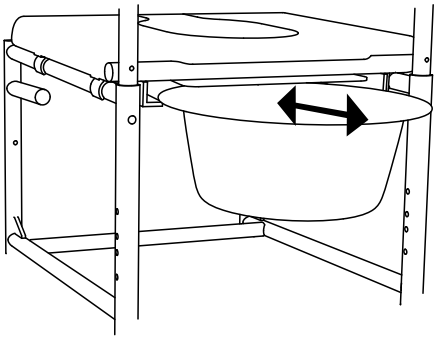

fig.17
1. Extraiga el orinal tirando de él hacia atrás (fig. 17).